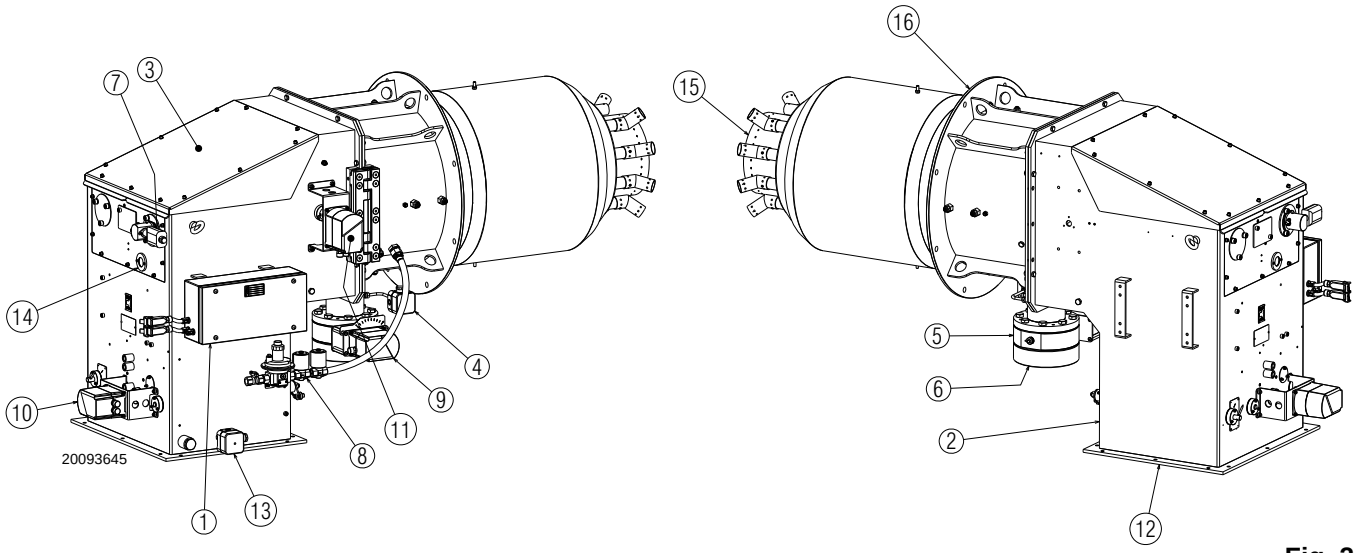

Fig. 2
The burner connection to the gas train is performed by way of attachment to the flange (6)(Fig. 2).